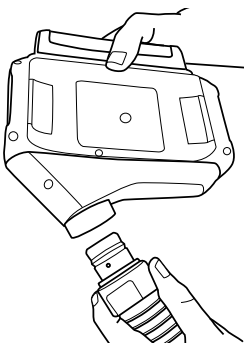

Fig. 9 Remoção da Traqueia
4. Remoção: Coloque o motorizado de cabeça para baixo de forma que a saída fique voltada para baixo (Fig. 9) para ajudar a minimizar o potencial de contaminação na saída.